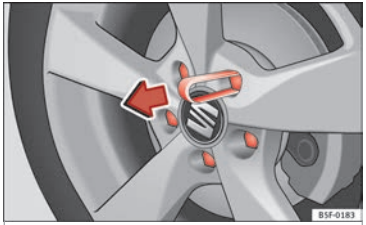

Fig. 61 Pull off the wheel bolt cap.
- Fit the plastic clip (vehicle tools) over the cap until it clicks into place ››› **Fig. 61**.